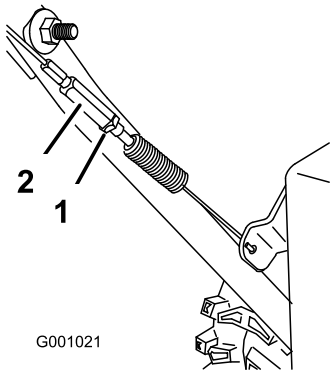

Figur 38
3. Spænd kontramøtrikken (Figur 38).